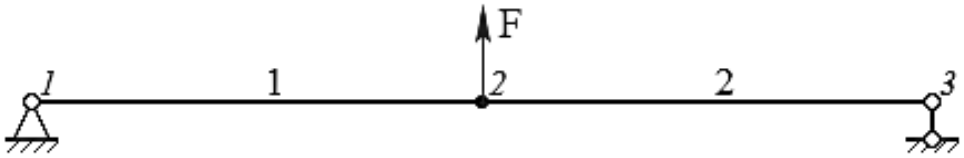

Рисунок 7.3 – Схема балки к заданию 2
2. Дана балка с шарнирно-неподвижной и шарнирно-подвижной опорами (рисунок 7.3). К балке приложена сосредоточенная сила $\boldsymbol{F} = 5$, кН, направленная перпендикулярно к продольной оси конструкции. Длины участков балки: $\boldsymbol{l_{12}} = \boldsymbol{l_{23}} = 2$ м. Определить числовые значения реакций, возникающих в шарнирных опорах. Построить эпюры внутренних силовых факторов – поперечной силы и изгибающего момента.